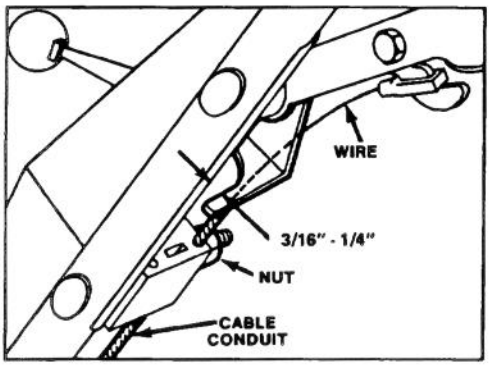

Figure 16
2. CHECK ADJUSTMENT (Fig. 16) — Move control bar toward handle until slack in wire is removed. Gap between brake lever and handle must be 3/16" - 1/4". See step 3 for adjustment.
3. ADJUST CABLE CONDUIT — Loosen nut on cable bracket (Fig. 16). Insert 3/16" - 1/4" object between brake lever and handle and pull down on cable conduit until slack in wire is removed. Then tighten nut.